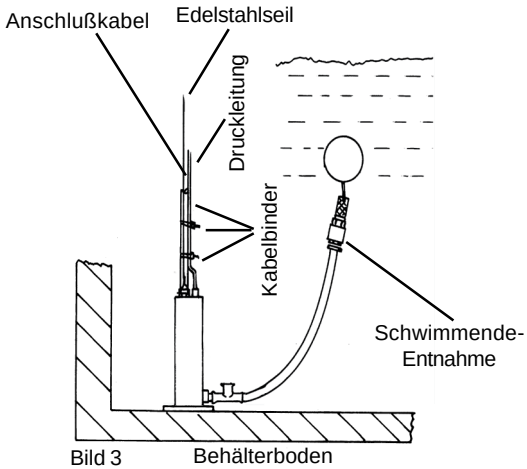

Bild 3
- Das 1“ Außengewinde der vormontierten Schwimmenden-Entnahme dicht und fest mit dem waagerechten Ausgang des Messing-T-Stücks verbinden, siehe Bild 3.